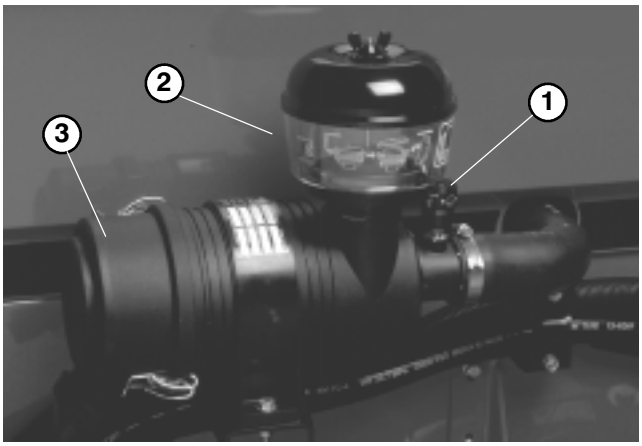

Figure 41
2. Service the air cleaner filters when ever air cleaner indicator (Fig. 41) shows red or every 400 hours (more frequently in extreme dusty or dirty conditions). Do not over service air filter.
SERVICING PRECLEANER BOWL (Fig. 41)
8. Reset indicator (Fig. 41) if showing red.